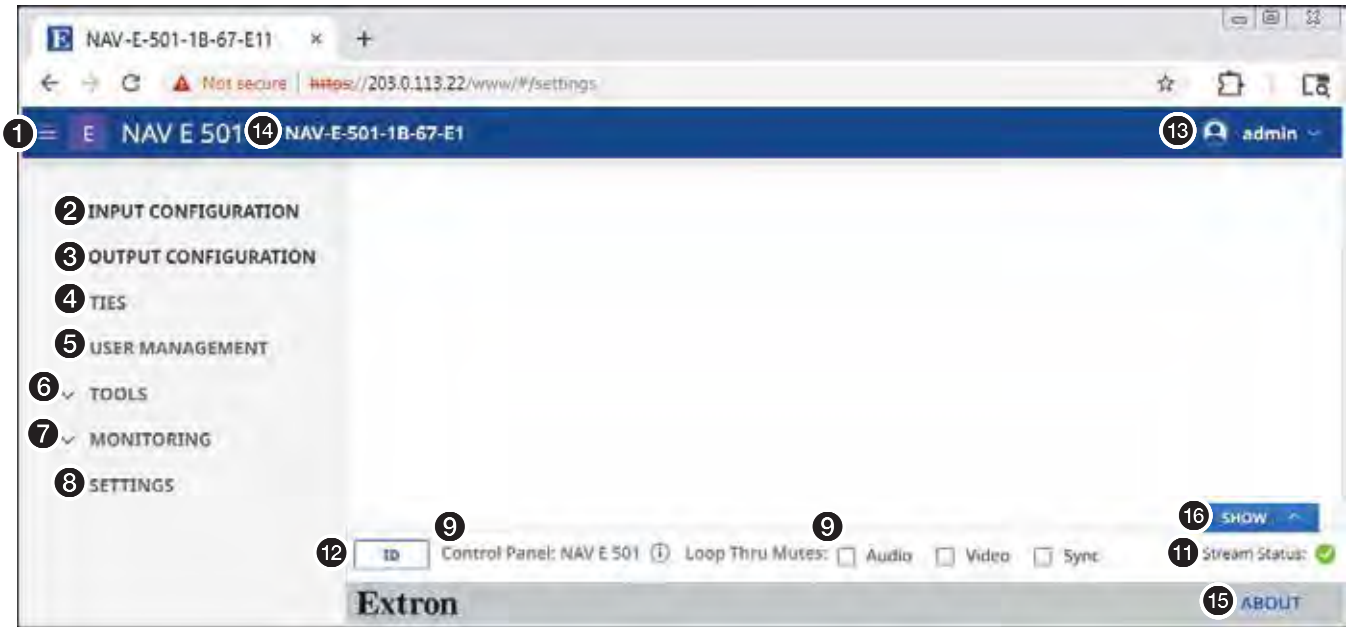

Figure 12. Home Page
4. Enter the **Username** (❶) and **Password** (❷) and click **Sign In** (❸). The browser opens the embedded NAVigator web pages (see **figure 12**).
See figure 12 and the detailed descriptions in “Using the HTML Pages”.
See figure 12 and the following sections for detailed descriptions of the following pages or functions: